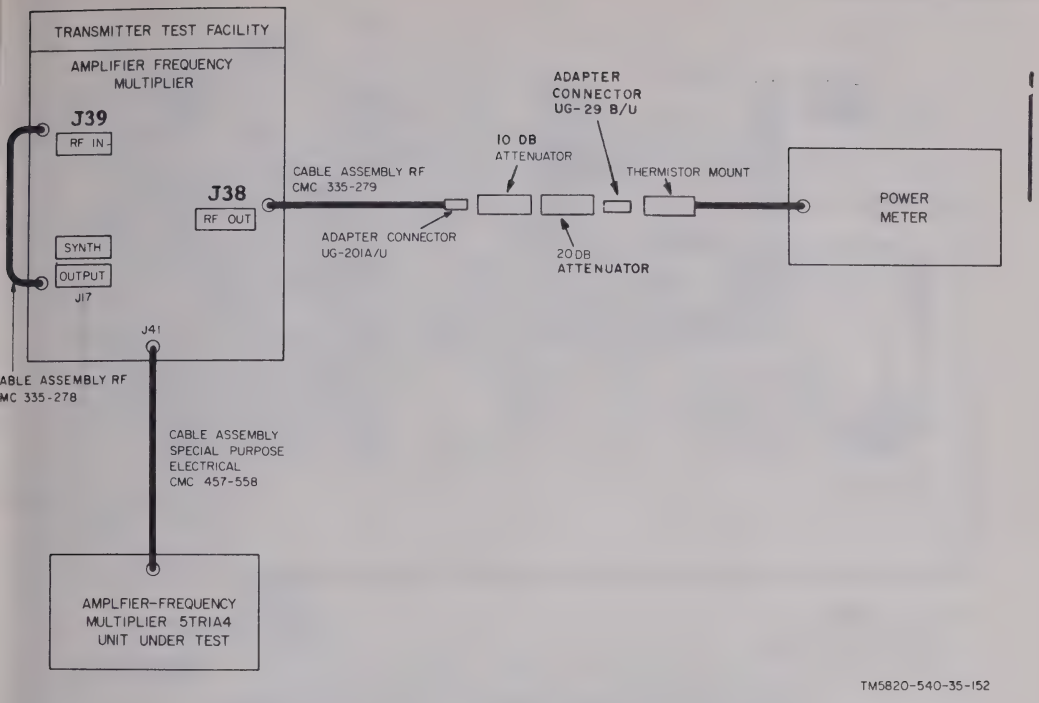

Figure 4-29. Amplifier-frequency multiplier 5TR1A4, test setup.
(1) Connect the test equipment as shown in figure 4-29.
(2) Set the test facility switches as follows: